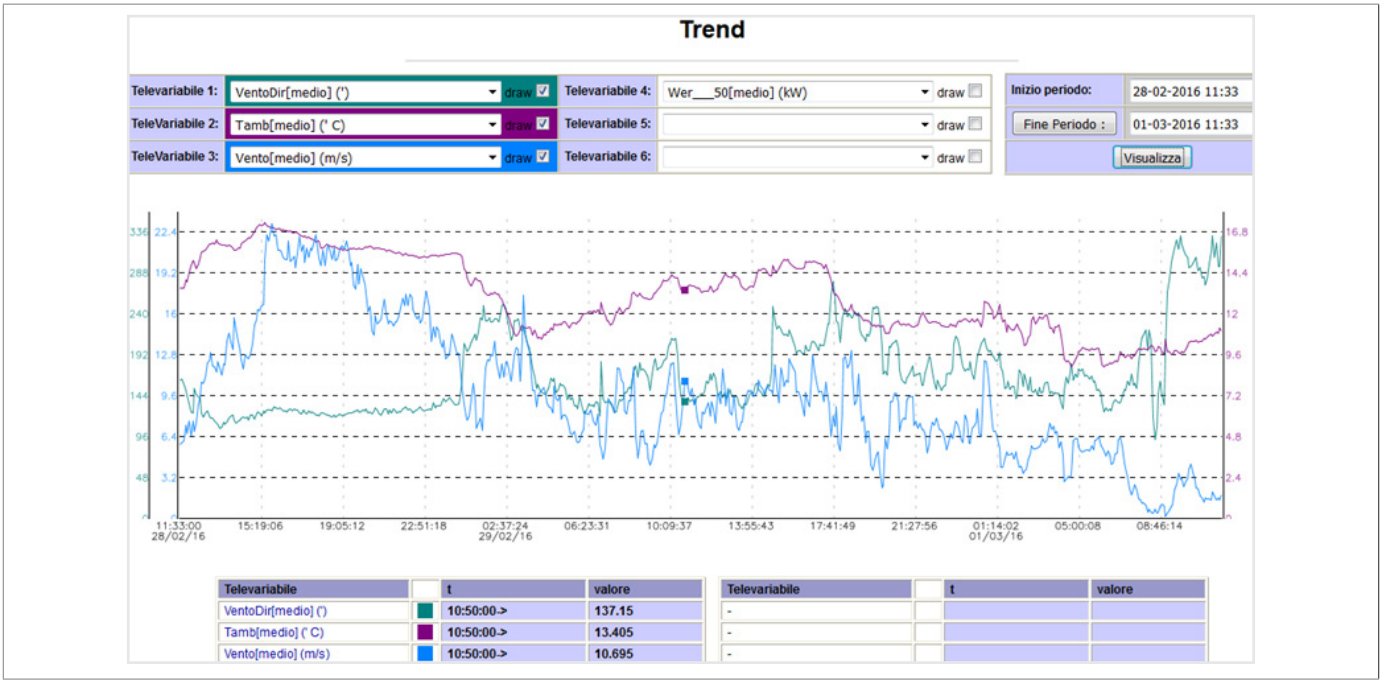

Fig. 5.16. Trend display example
Pressing the “View” button (A) displays the relevant trends (Fig. 5.16).